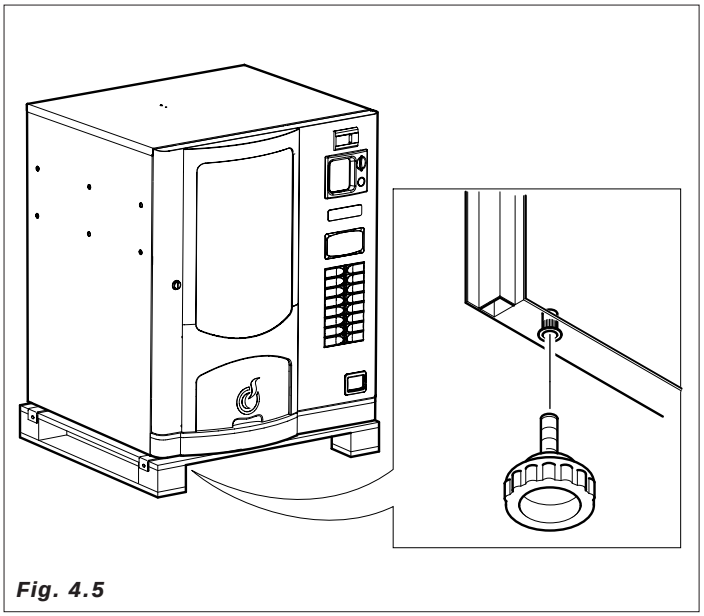

Fig. 4.5
– Liberar el pallet e introducir los 4 pies en los agujeros fileteados (Fig. 4.5) dejados libres por los tornillos (A)